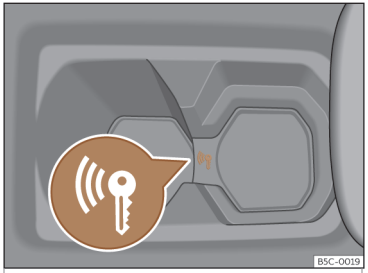

Fig. 142 En la consola central: arranque de emergencia.
- Inmediatamente después de presionar el pulsador de arranque, ponga la llave en el portabebidas de la consola central ››› **fig. 142**, lo más cerca posible del logo *Kessy*.